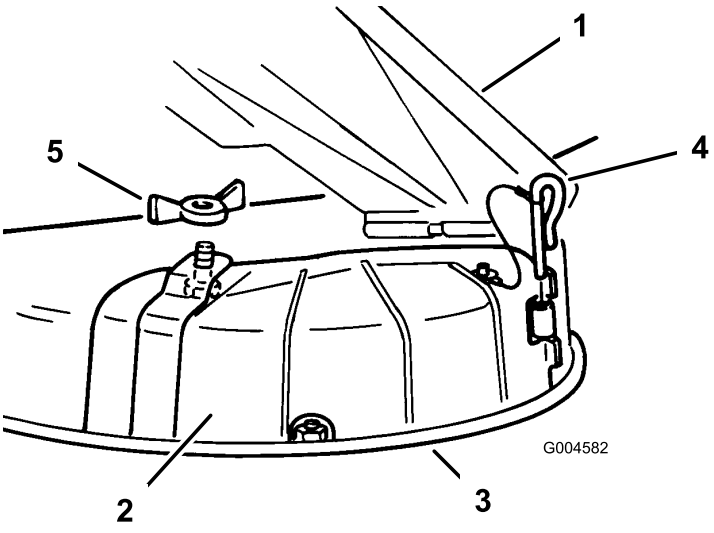

**Figur 22**
3. Fjern vingemutteren og bolten som holder dekselet på plass (Figur 22).
4. Fjern hengselsplinten som fester dekselet til enheten (Figur 22).
3. Løft gressavlederen og plasser utslippsdekslet over åpningen på gressklipperens nederste kant, før du skyver det inn i det fremre hengselet (Figur 22).
4. Skyv hengselsplinten gjennom hengselet (Figur 22).
5. Fest utslippsdekslet til gressklipperen med vingemutteren (Figur 22).